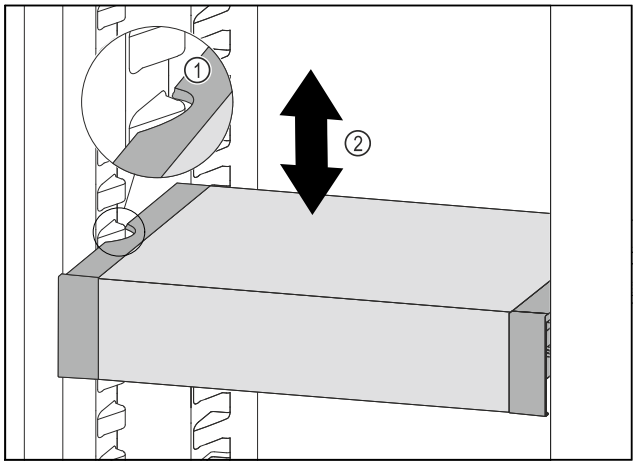

Fig. 118
▶ Trageți în față VarioSafe, până când degajările laterale ale VarioSafe se află la înălțimea nervurii recipientului din frigider. *Fig. 118 (1)*
▶ Mișcați în sus sau în jos VarioSafe în frigider, până când este atinsă înălțimea dorită. *Fig. 118 (2)*